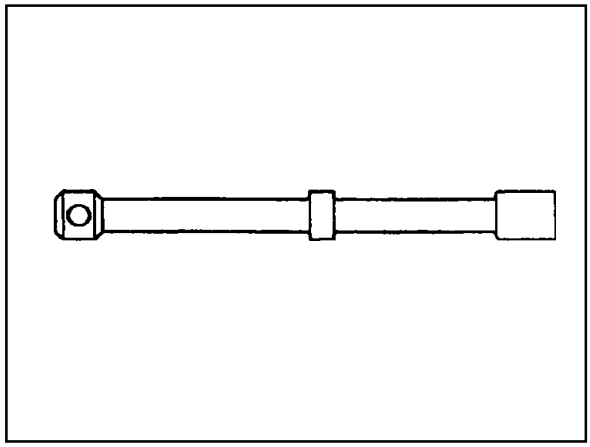

Figure 8.60 - Manual Shift Valve
29. Install the manual shift valve. Refer to figure 8.60.